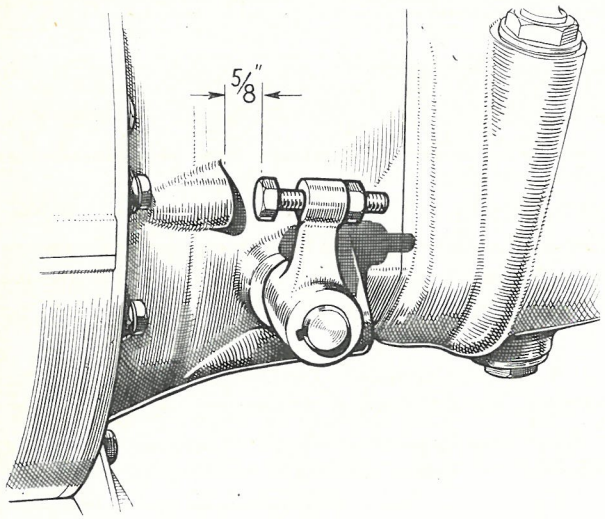

Fig. E.4.
(1) If the free movement is less than $1\frac{3}{8}$ in. (35 mm.), slacken the adjusting and locknuts on the forward end of the clutch operating rod and adjust these as necessary. Do not forget to tighten the locknut when the correct adjustment has been obtained.
(2) If the total travel of the clutch lever is more than $\frac{5}{8}$ in. (16 mm.) slacken off the locknut at the top of the clutch stop lever, and adjust the stop screw as required. Tighten up the locknut and re-check (see Fig. E.4).
The free pedal movement, measured at the pedal pad, should be 1 in. (25 mm.), and the clearance between the stop on the clutch withdrawal lever and the stop on the flywheel housing should not be more than $\frac{5}{8}$ in. (16 mm.) when the pedal is in the "off" position, or less than $\frac{3}{8}$ in. (10 mm.) with light hand pressure on the clutch pedal (see Fig. E.4).